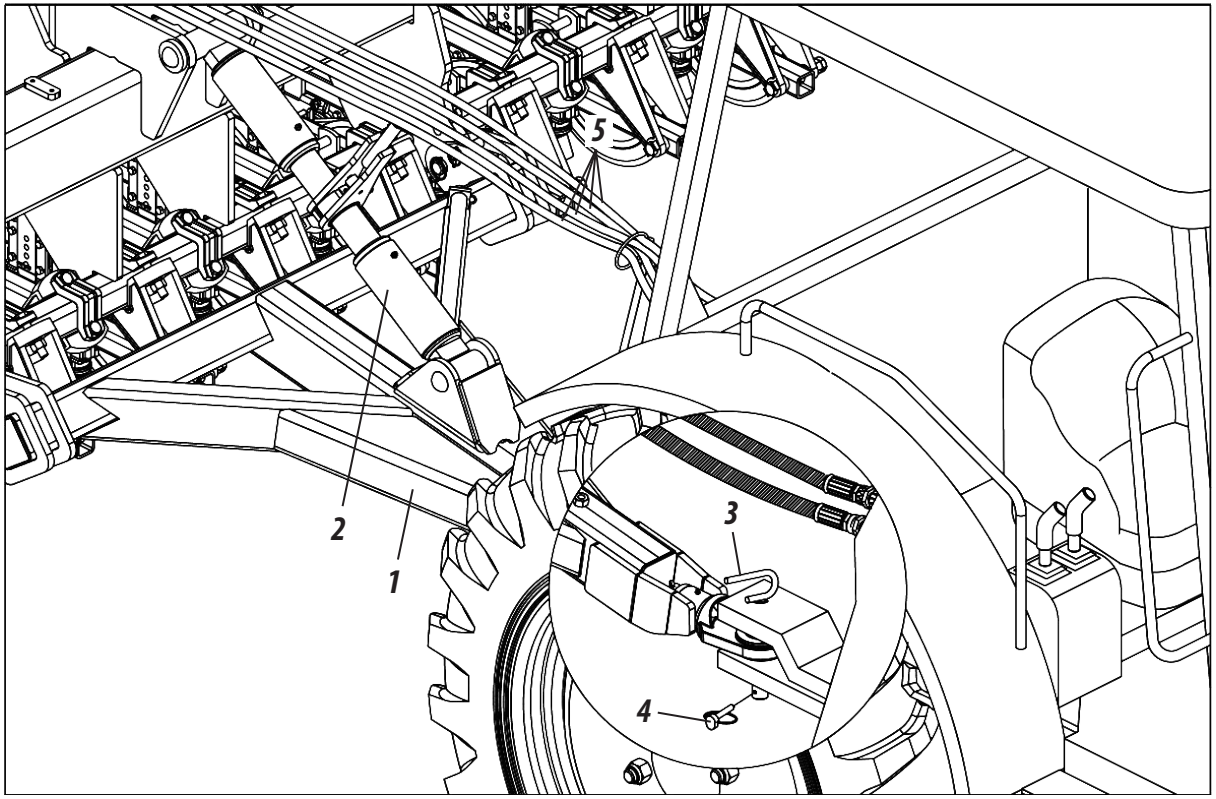

Figura 17
ACOPLAMIENTO AL TRACTOR (FIGURA 17)
4- Posteriormente, conecte el resto de las mangueras (5) en el acople rápido del tractor, **como se muestra en la figura 17.**